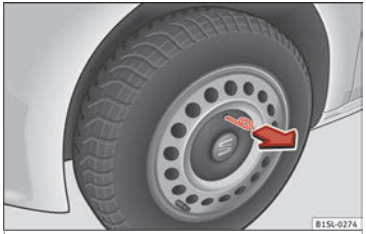

Fig. 50 Remove the hubcap of the steel wheel trim
- To remove, take the vehicle tool kit wire hook and attach it to the edge of the wheel trim ››› **Fig. 50**.